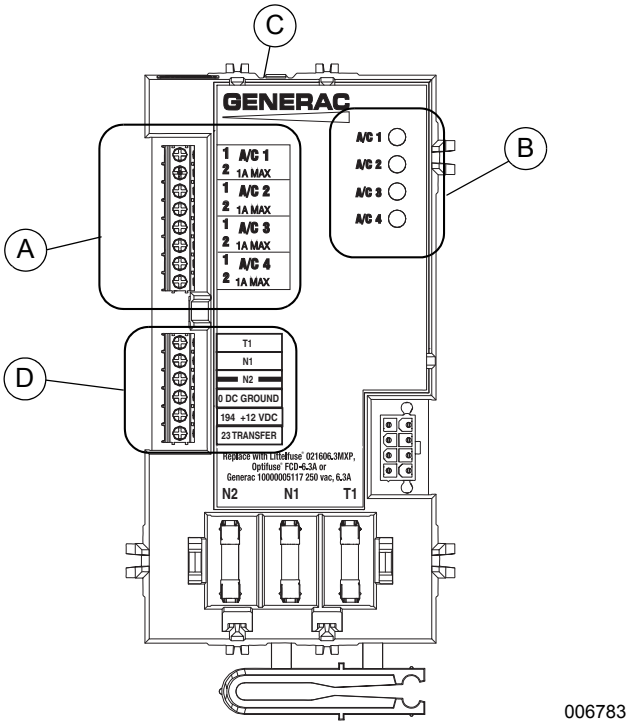

Figure 2-2. Smart A/C Module (SACM)
See ***Figure 2-2***. Priorities A/C 1-4 (A) have connections for an air conditioner. To control an air conditioner, no additional equipment is required. Internal normally closed relays interrupt the 24 VAC thermostat control signal to disable the air conditioner load.
See ***Figure 2-2***. The SACM has a test button (C) used to simulate an overload condition. This button operates even when the transfer signal is inactive. The Generator Control Wiring is connected to terminals (D).